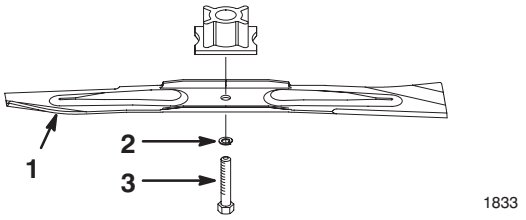

Figure 23
2. Remove the blade bolt, the lock washer, and the blade (Fig. 23).